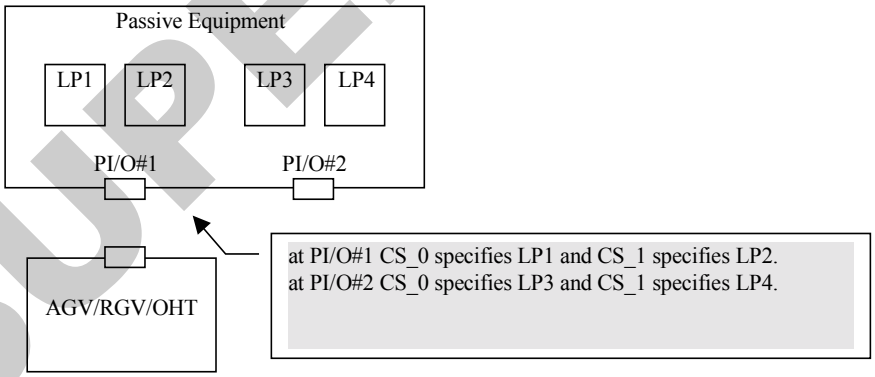

Figure 8
6.1.2.4 For the simultaneous handoff, both of CS_0 and CS_1 must be set to ON at the handoff. Figure 8 shows a piece of passive equipment with four load ports (LP1, LP2, LP3, LP4) and two parallel I/O interfaces (PI/O#1, PI/O#2), where PI/O#1 is common to load ports LP1 and LP2 and PI/O#2 is common to load ports LP3 and LP4. Tables 2 and 3 show the range of signal combinations.